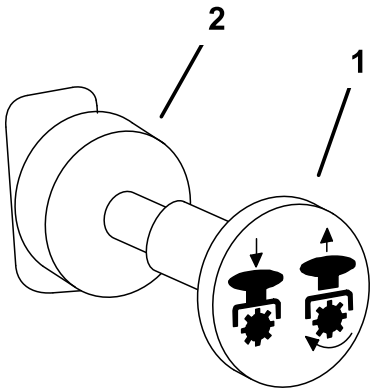

Figur 15
1. Koppla ur kraftuttaget, flytta rörelsereglagen till det neutrala låsläget och dra åt parkeringsbromsen (Figur 15).
4. Dra ut kraftuttagsbrytaren (PTO) för att koppla in kraftuttaget (Figur 15).
Tryck in kraftuttagsbrytaren (PTO) för att stänga **av** kraftuttaget (Figur 15).